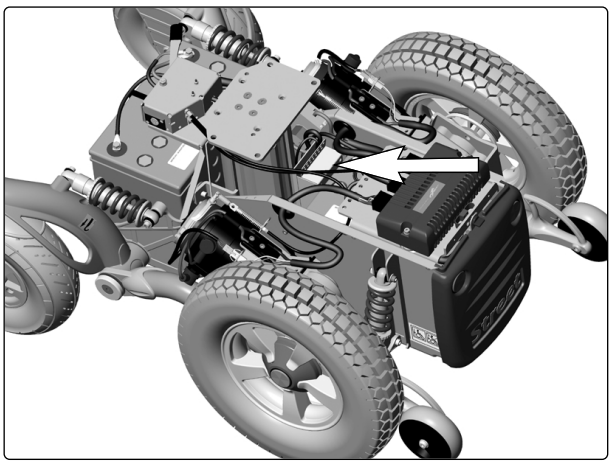

Abb. 64. Die SLS Treiberstufe liegt locker in der Halterung.
4. Ziehen Sie die SLS-Treiberstufe gerade nach oben aus der Halterung s. Abb. 64.